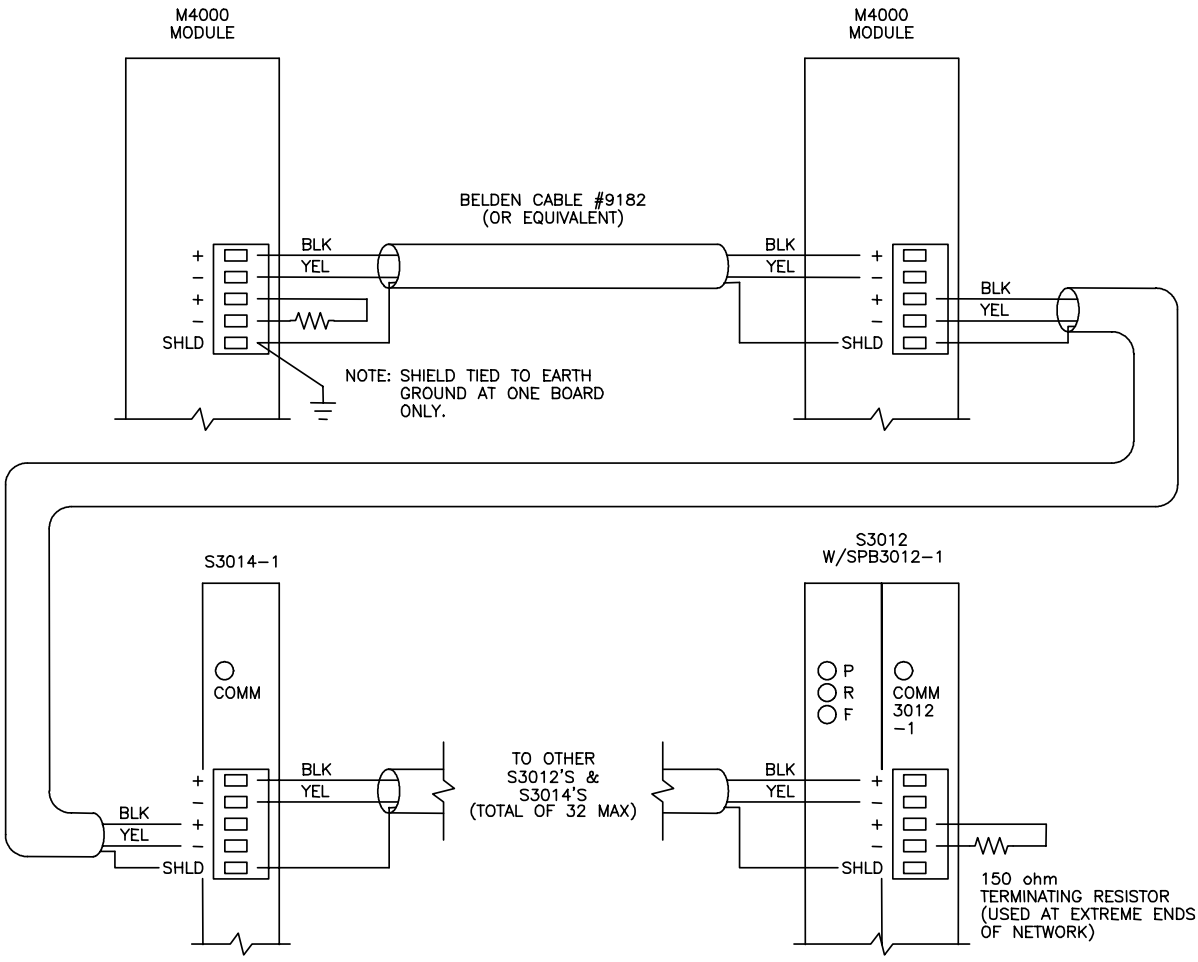

Figure 9.5 – Typical Network Wiring
Refer to figure 9.5 for a typical schematic of the network and for the pin outs of the network interface connectors. When wiring the network, the following rules must be followed:
5) The two extreme ends of the network should be terminated with 150 ohm resistors as shown in figure 9.5.